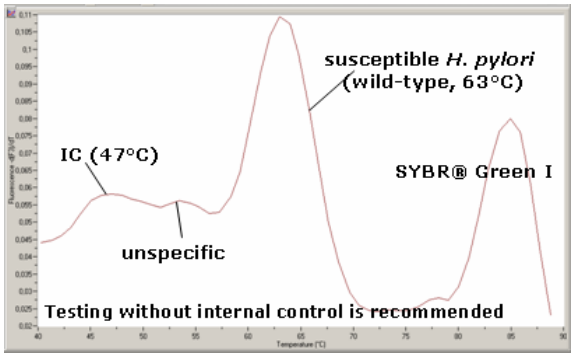

Figure 5
12.3. Questionable, weak signal of low fluorescence at 54°C in clinical sample (Fig. 5 and 6)